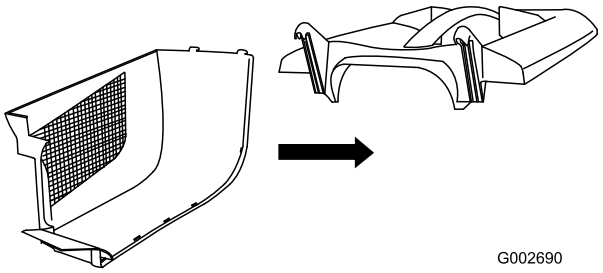

Figur 7
1. Skyv siden inn i hektene i oversiden (Figur 7).